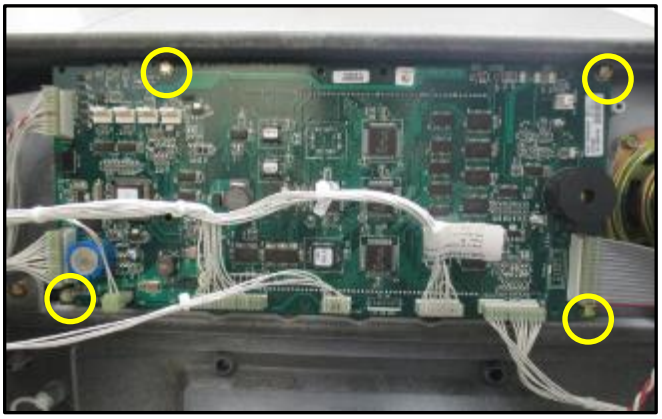

Fig 1.14 – Emplacement des vis de nœud de porte
16. Retirez les quatre vis en tôle #6-3/8 » qui fixent le nœud de porte à l'arrière de la porte du distributeur. Enregistrez ces vis pour une réutilisation ultérieure lors de l'installation. Placez soigneusement le nœud de porte à l'intérieur de la cavité électronique à l'écart. Utilisez un chiffon antistatique doux pour protéger l'électronique et les écrans contre les dommages. Annulez toutes les contraintes de câble nécessaires qui peuvent être présentes. (Fig. 1.14)